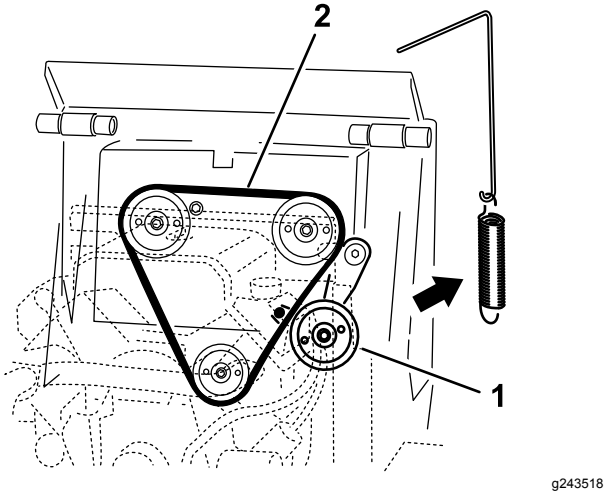

**Figur 53**
5. Ta bort mellanremskivans fjäder från mellanremskiveenheten (Figur 53).
7. Montera en ny drivrem runt de 3 remskivorna (Figur 53).